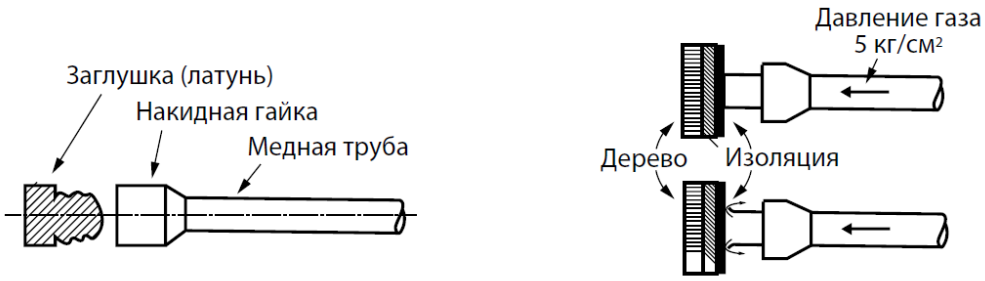

Рисунок 5.12 – Блокировка фреонопровода при продувке
3. Подберите изделие, по материалу и форме подходящее для ручной блокировки трубы фреонопровода со стороны выхода газа (см. рисунок 5.12).